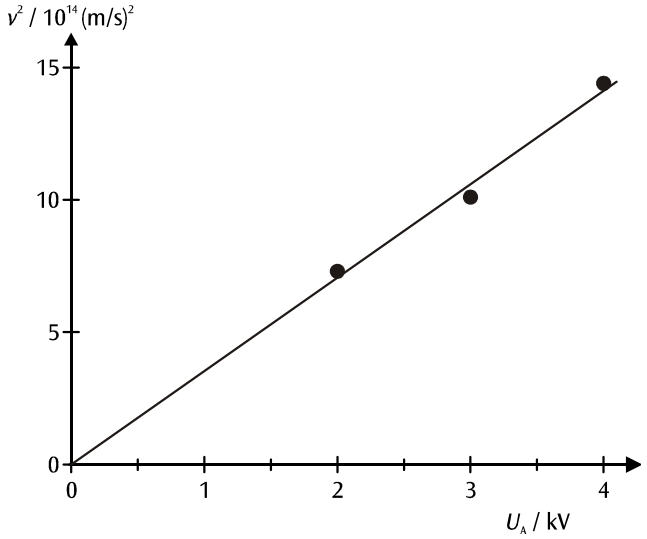

Fig. 7: Representação gráfica da relação entre v^2 e U_A
A fig. 7 mostra a relação entre o quadrado da velocidade e a tensão anódica. A partir da inclinação das retas originais inscritas pode-se, conforme a equação (8), calcular também a carga específica do elétron.